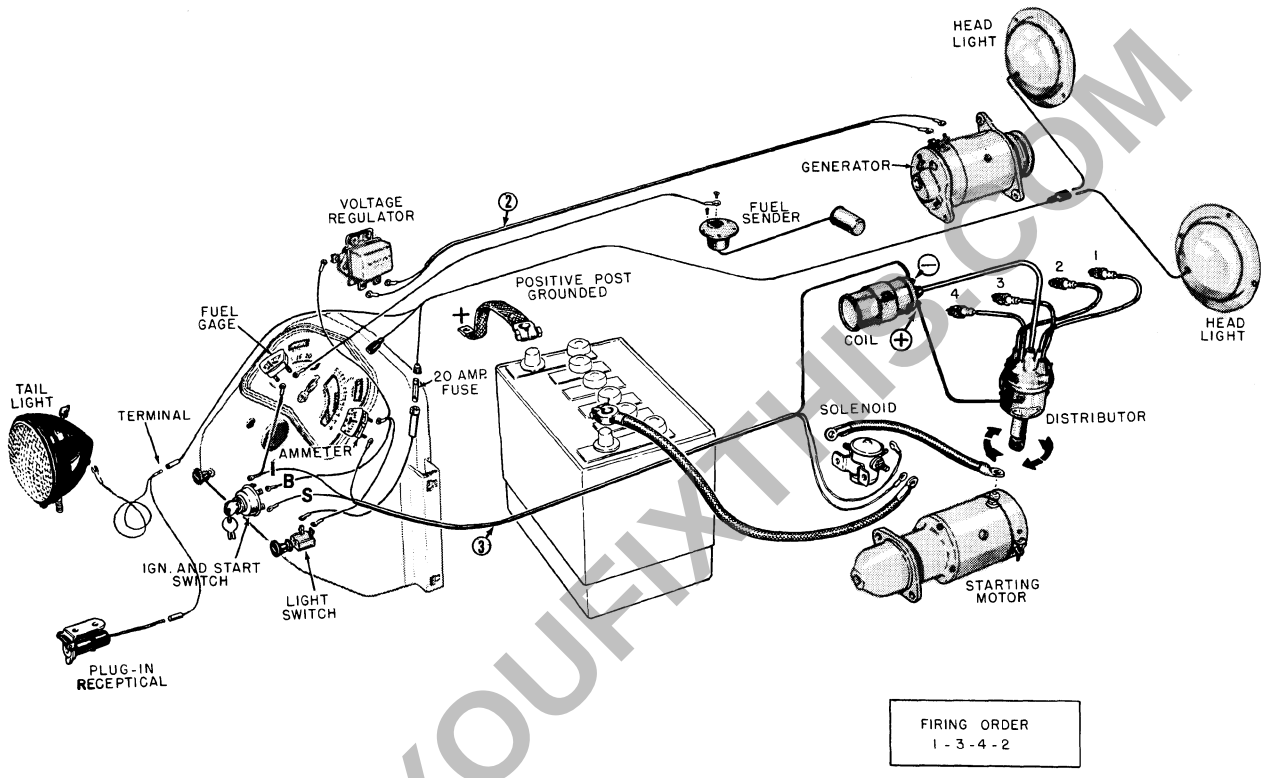

Fig. C-9 Model "400B" Wiring Diagram
The 2 wire cable (2) Fig. C-9 must be attached as follows: Red wire to armature post (large) on generator and connection A on voltage regulator. Black wire to field post (small) on generator to connection F on voltage regulator.
The 3 wire cable (3) Fig. C-9 must be attached as follows: Red wire to R.H. post on solenoid switch to lower post on ammeter. Black wire to negative post on coil to connection I on switch. Green wire to front post on solenoid switch to connection S on switch.
All other wires and cables are attached as shown in Fig. C-9. Be sure wire from side of distributor is attached to positive (+) post on coil.
The connection shown at the R. H. top of the instrument panel, Fig. C-9 is for attaching the two instrument panel light cables. There are also two additional wires and connectors provided for attaching mid mounted head lamps or other additional light.